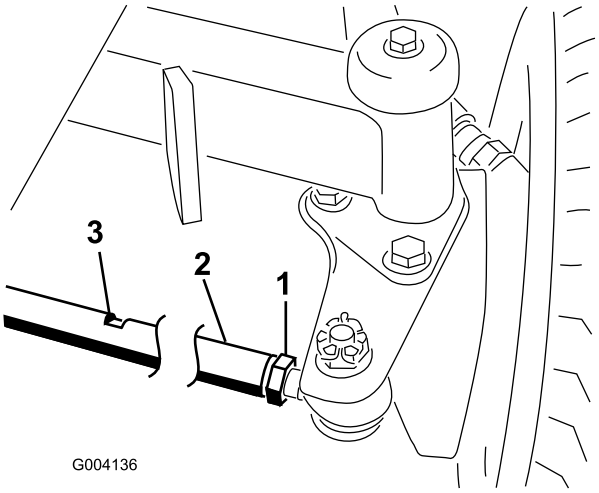

Figuur 60
2. Draai de contramoeren aan de uiteinden van de trommel van de tractiestang los (Figuur 60).